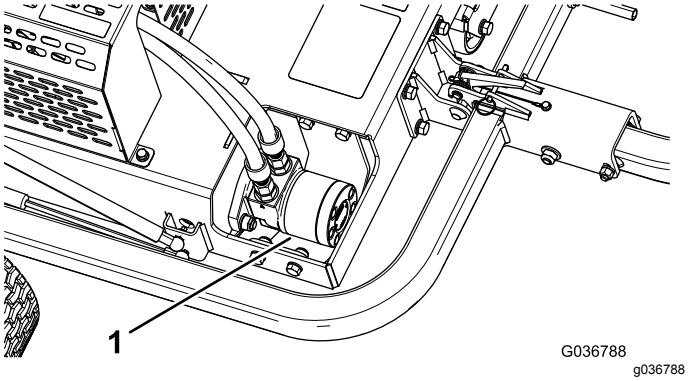

Figur 40
3. Avlägsna smuts och skräp från området runt hydraulmotorn (Figur 40).